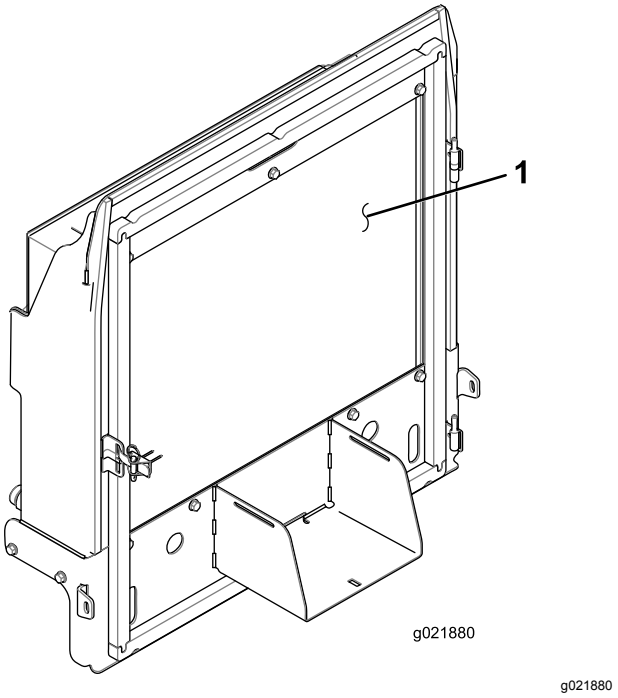

Figur 92
4. Rengjør begge sidene av radiatoren/oljekjøleren grundig med trykkluft (Figur 92).